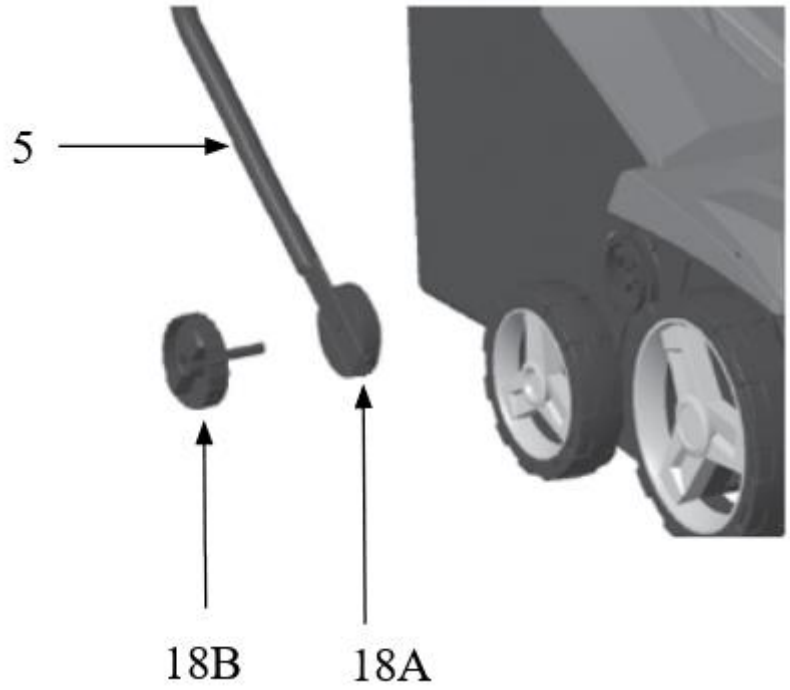

Rys. 2
1. Przykręć dolne części uchwytu (Rys. 2, poz.5) przy pomocy śruby z pokrętłem (Rys. 2, poz. 18B) do korpusu wertykulatora. Czynność wykonaj po obu stronach urządzenia. Ustaw pożądaną wysokość uchwytu przy pomocy okrągłego elementu (Rys. 2, poz. 18A).